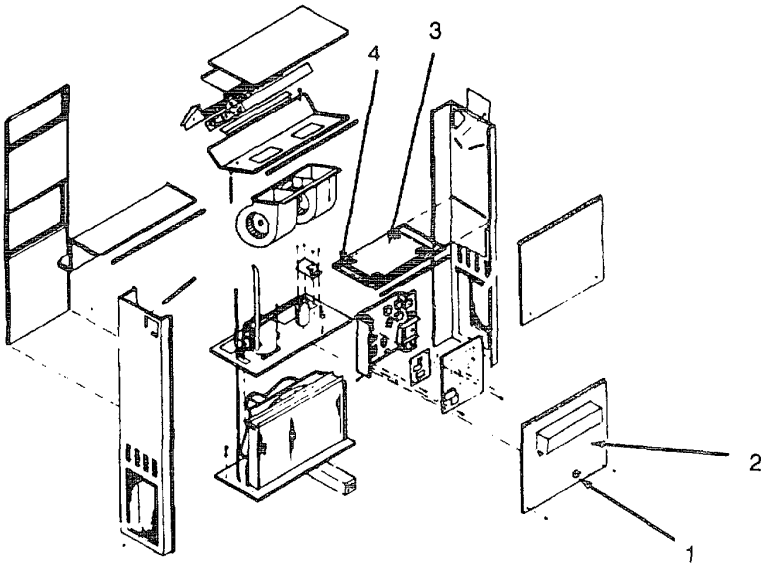

Figure 4-16. Air Filter
(1) Turn the 1/4 turn fastener (1, Figure 4-16) on the bottom front door assembly (2) and open the door by swinging the door forward from the bottom.
(2) Reach into the air conditioner and lift the air filter (3) up and out of the filter rack (4) and away from the unit.
(1) Place the filter (3, Figure 4-16) into the filter rack (4).
(2) Close the bottom front door assembly (2) and secure by turning the 1/4 turn fastener (1).